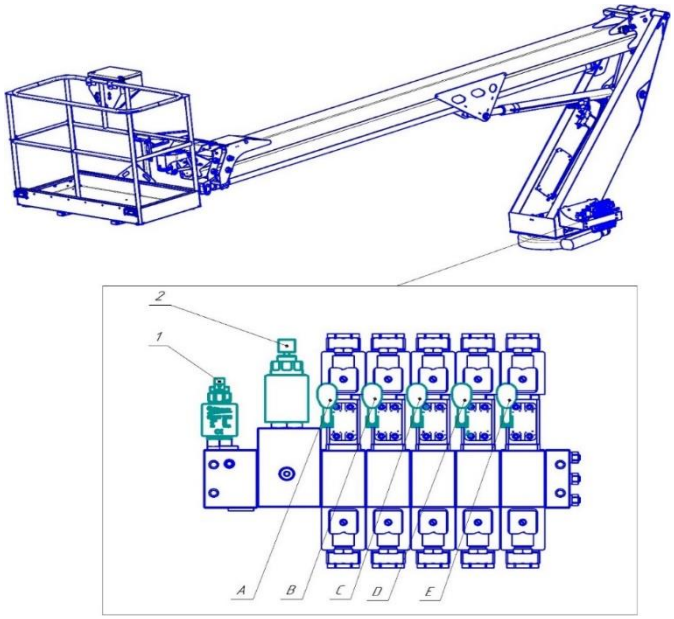

Рис. 3.2 – Органы аварийного управления подъемником.
Схема расположения органов аварийного управления представлена на рис. 3.2
1) Вручную застопорить разгрузочный клапан поз. 1 (см. рис. 3.2);
3) Отклонить рычаг «D» для поворота корзины или рычаг «C» для горизонтирования (см. рис. 3.2);